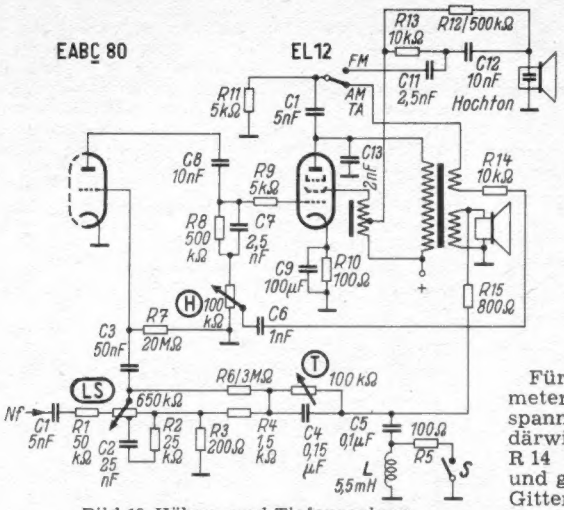

Bild 16. Höhen- und Tiefenreglung im Grundig 5040 W
Die Gegenkopplungszweige im Grundig 5040 W sind besonders übersichtlich (**Bild 16**). Die Niederfrequenz gelangt über C 1 und R 1 auf den Lautstärkenregler LS und von hier über C 3 auf das Gitter der Triode (EABC 80), deren Gittervorspannung an R 7 durch den Gitteranlaufstrom entsteht. Von ihrer Anode läuft die Niederfrequenz über C 8 und R 9 zum Gitter der Endröhre EL 12.
Wie Bild 16 zeigt, ist der statische Hochtonlautsprecher nur bei FM angeschaltet, dagegen nicht in Schalterstellung AM und Tonabnehmer, jedoch wird ihm über R 12 stets seine Polarisationsspannung zugeführt. In Wellenschalterstellung „UKW" (FM) wird dem Hochtonsystem die Tonfrequenzspannung über C 10, R 11, C 11 und C 12 zugeleitet, wobei diese Glieder nicht nur die tiefen Frequenzen abhalten, sondern auch bestimmte Frequenzkorrekturen ermöglichen.